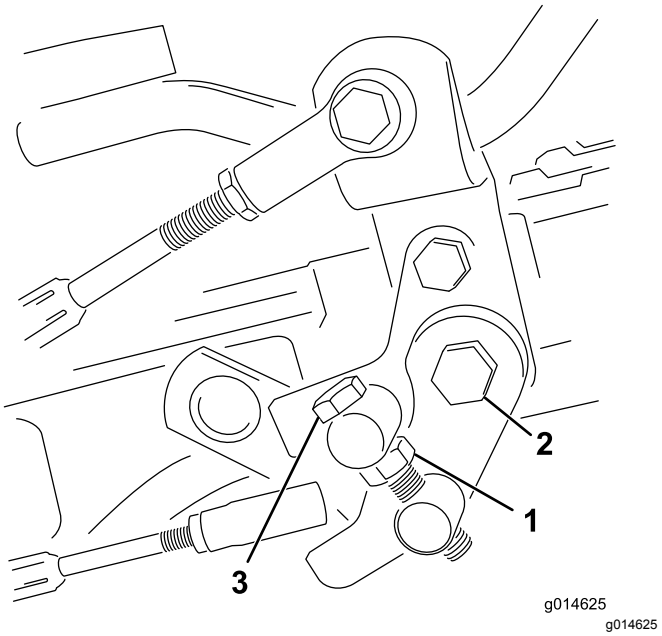

Figura 41
1. Afloje la contratuerca del tornillo de caperuza del muñón (Figura 41).
4. Apriete la contratuerca del perno del muñón y la tuerca de la articulación del pedal para bloquear el ajuste (Figura 41). Compruebe el funcionamiento, y vuelva a ajustar si es necesario.